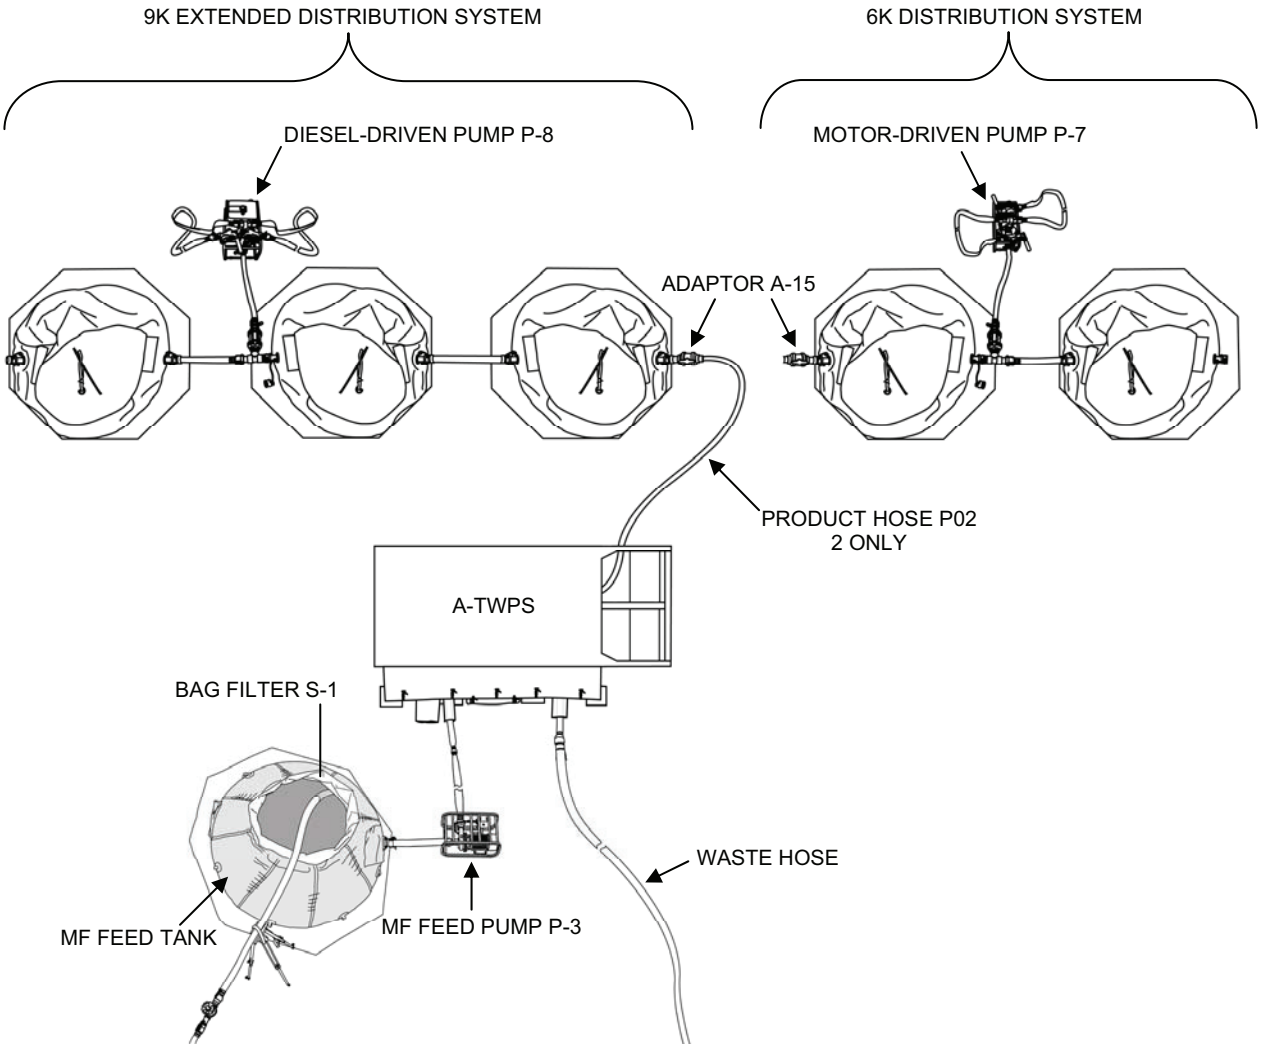

Figure 8. A-TWPS First Pass Set-Up for Double Pass NBC Filtration Using One TWPS.
3) A-TWPS: Set up both the standard two-tank 6K distribution system and the three-tank 9K extended distribution system with their respective pumps. Connect the product hose P02 (one or two hoses only) to the 9K extended distribution system (Figure 8).